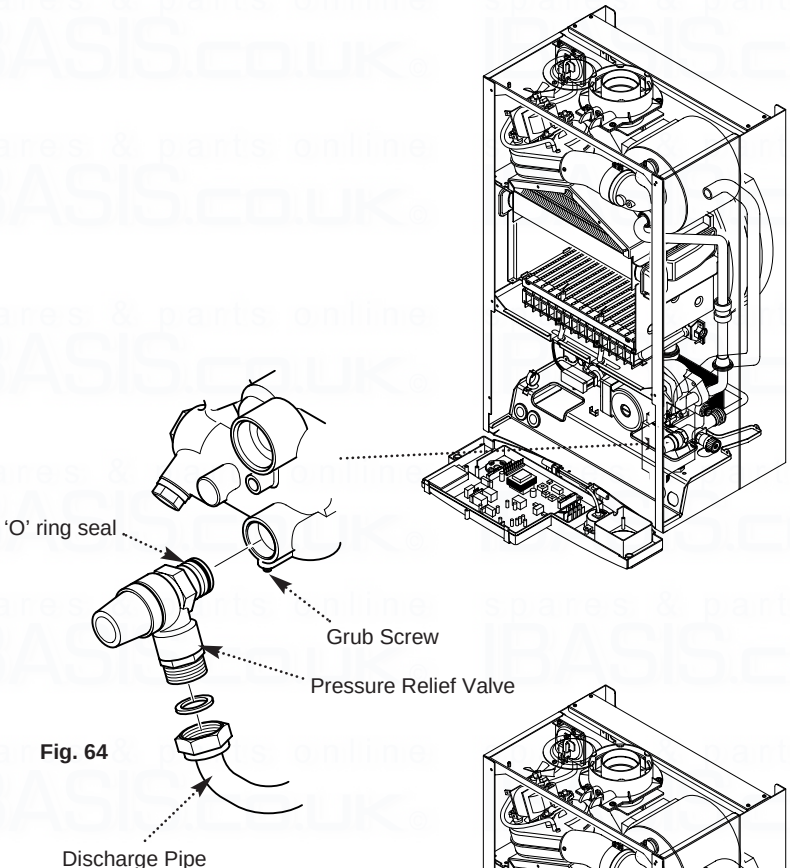

Fig. 64
12.18 Pressure Relief Valve (Fig. 64)